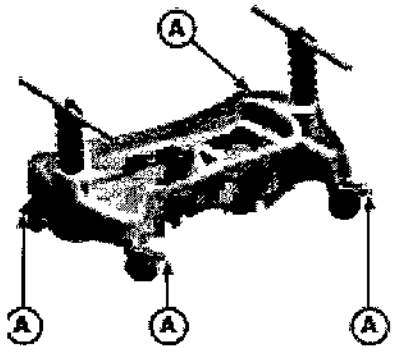

Figura 3 - Base de altura fija
- Para **aplicar** los frenos de las ruedas, presione por completo hacia abajo las palancas de las cuatro ruedas (A) (vea la Figura 3).
- Para **soltar** los frenos de las ruedas, levante con el pie la palanca o presione el lado opuesto de la misma (vea la Figura 3).